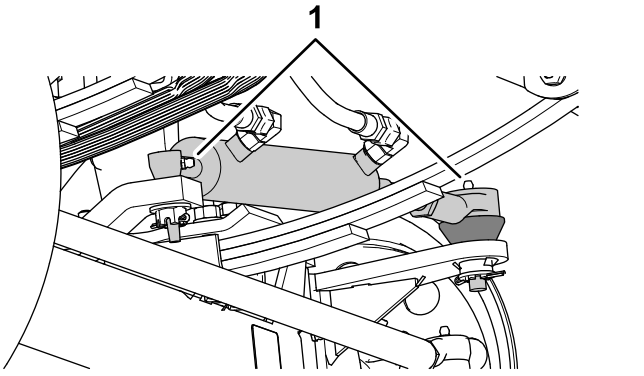
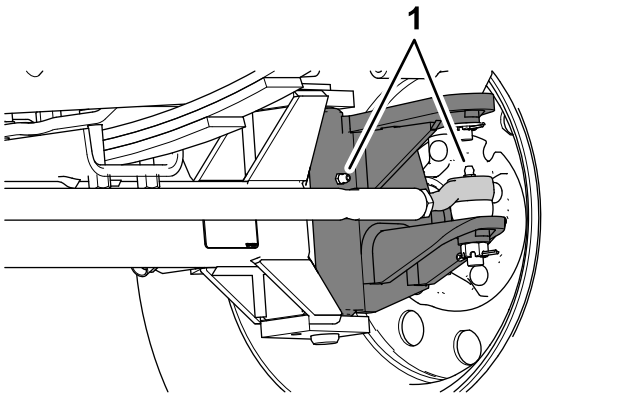

**Bild 71**
**Bild 72**
1. Wischen Sie die Schmiernippel mit einem sauberen Lappen ab (Bild 71 und Bild 72).
2. Pressen Sie Fett in die Schmiernippel (Bild 71 und Bild 72).
**Hinweis:** Die Positionen der Schmiernippel sind in Bild 71 abgebildet.